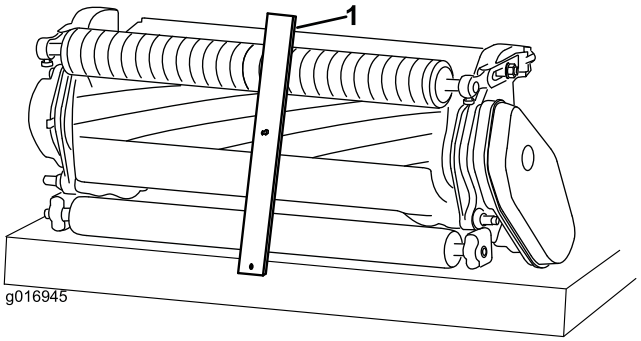

Figura 11
3. Agganciate la testa della vite sul tagliente della controlama, e appoggiate la parte posteriore della barra sul rullo posteriore (Figura 11).